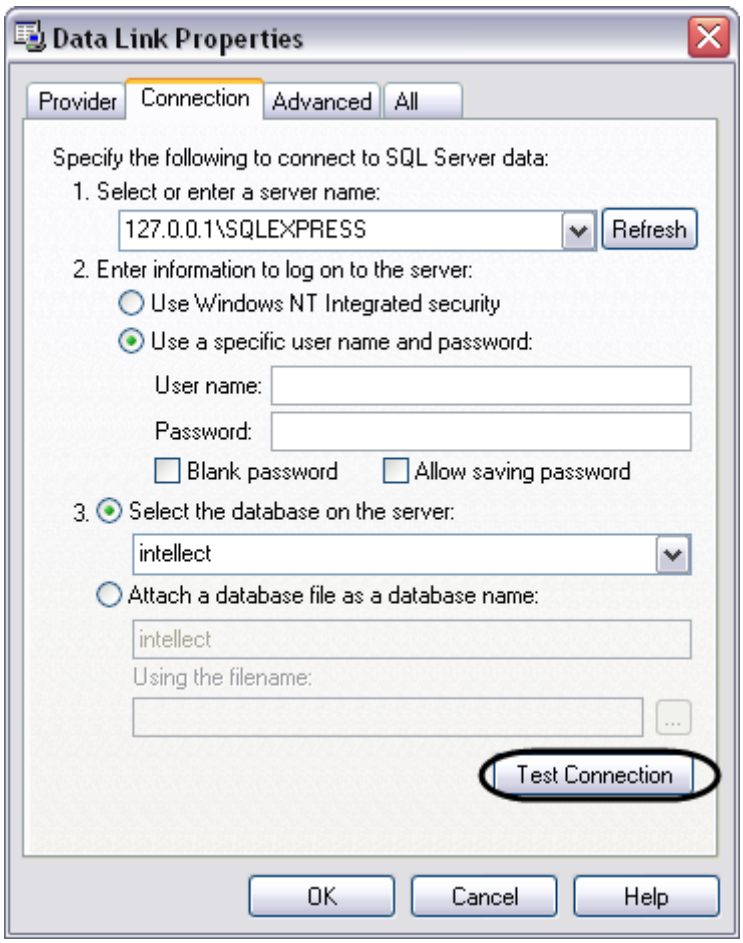

Figure 9.4-18. Testing the connection to the database on the SQL server
e. Test the connection to the SQL server by clicking the Test Connection button (Figure 9.4-18).